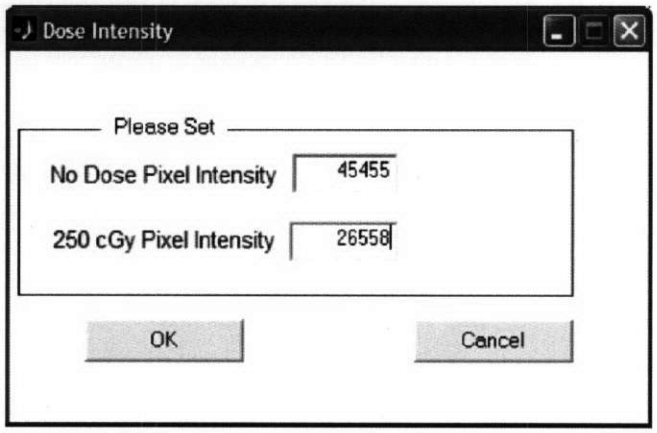

**Figure 5-22 Dose Intensity**
4. Enter the pixel intensity values on the scanned film (*Figure 5-22 Dose Intensity, page 26*) when No Dose and 250 cGy Dose is applied.